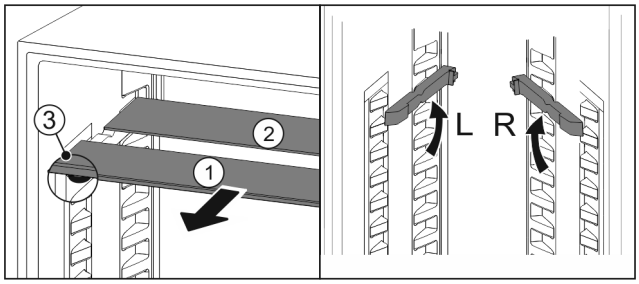

Fig. 142
▶ Extrageți *Fig. 142 (1)* pe rând plăcile de sticlă spre înainte.
▷ Placa de sticlă *Fig. 142 (1)* cu șipca decorativă se află în față.
▷ Opritoarele *Fig. 142 (3)* indică în jos.